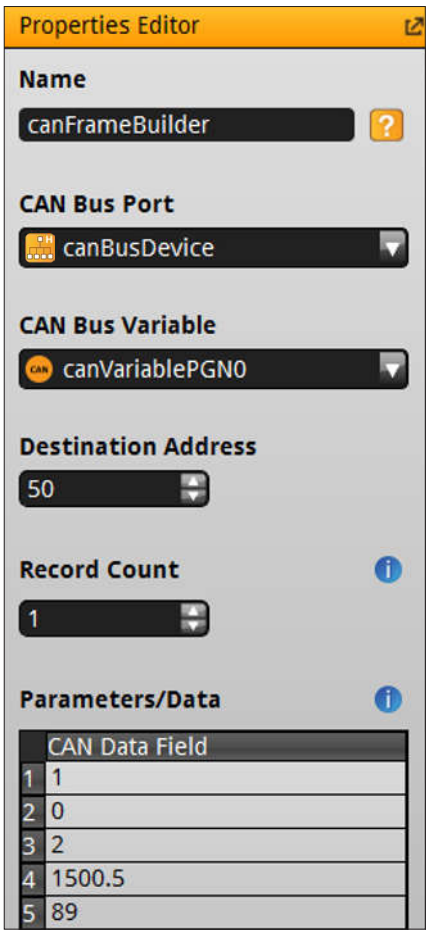

Figure 23. Values for CAN Frame Builder.
The following steps explain how to add a CAN Frame Builder to a project (see Figure 23).
5. For this example, input constant values 1, 0, 2, 1500.5, 89 in correct order as seen in Figure 23.